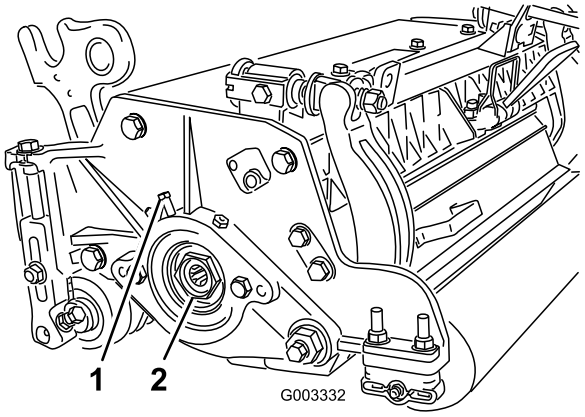

Figur 27
A. Lossa den yttre ställskruven som håller fast lagrets justermutter på lagerhuset som sitter på vänster sida av klippenheten (Figur 27).